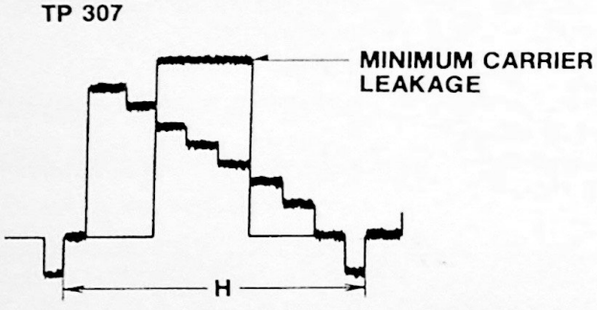

Figure 50. Deviation Control
12. Adjust the deviation control (R3161) for minimum beat at peak white level of signal (Figure 50).